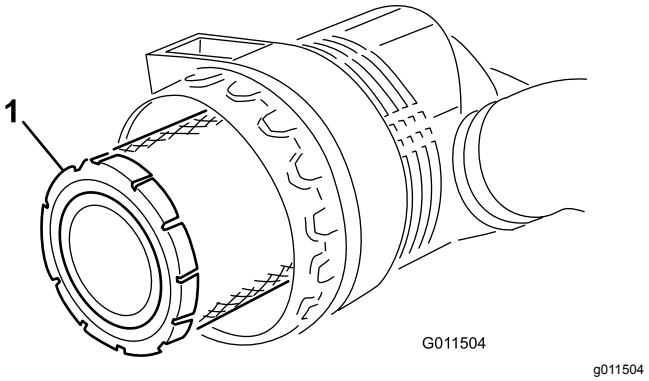
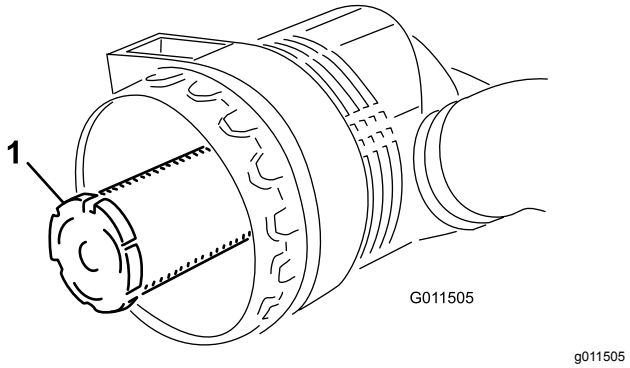

Figur 71
Figur 72
3. Fjern primærfilteret (Figur 71). Det anbefales ikke at rengøre det brugte filter på grund af risikoen for at beskadige filtermediet. Efterse det nye filter for forsendelsesskader, og kontroller filterets forseglingsende og selve filterelementet. Benyt ikke et beskadiget filter. Fjern **ikke** sikkerhedsfilteret (Figur 72).
Vigtigt: **Forsøg aldrig at rense sikkerhedsfilteret (Figur 72). Udskift sikkerhedsfilteret med et nyt efter hvert tredje primærfiltereftersyn.**
4. Udskift primærfilteret (Figur 71).